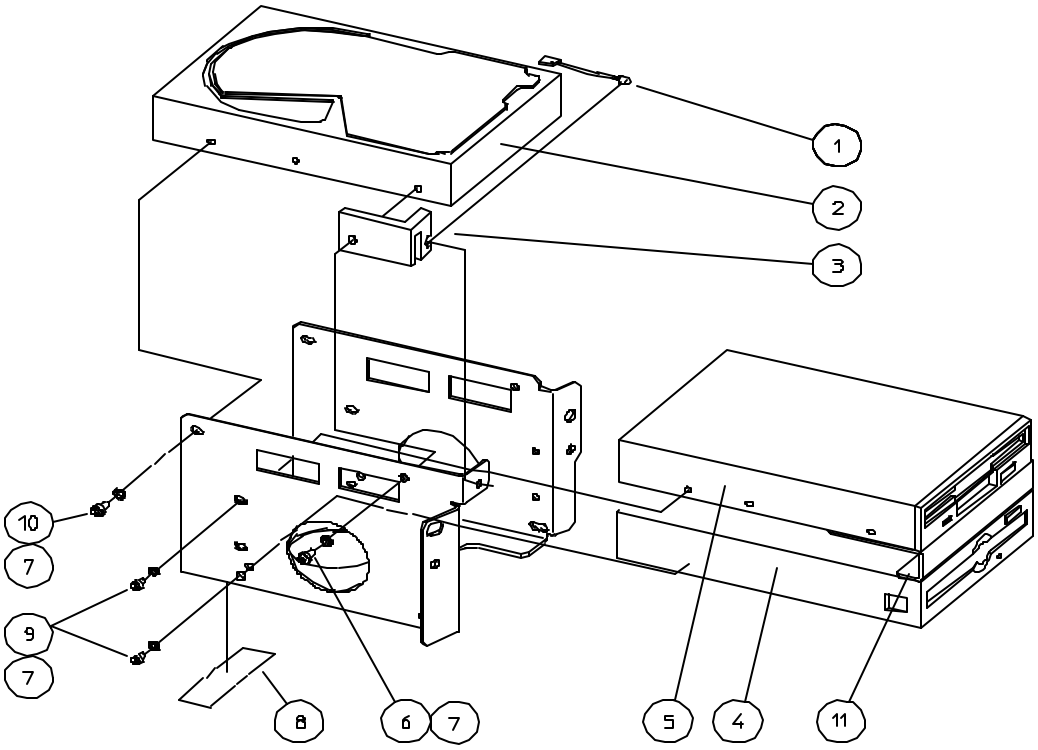

FIGURE 1. Installing the MO Drive
4) Install the MO drive using the hardware that comes with the MO drive assembly. Refer to Figure 1.
REFER to Figure 1: